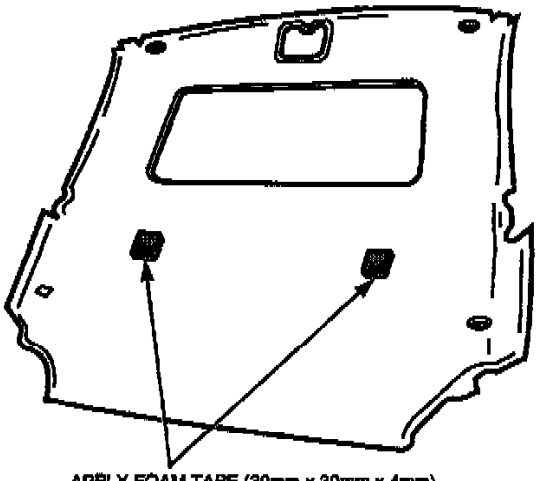

Figure 3
10. Apply foam tape (approximately 30 mm long x 30 mm wide x 4 mm thick) to backside of headliner's styrofoam blocks (Figure 3).